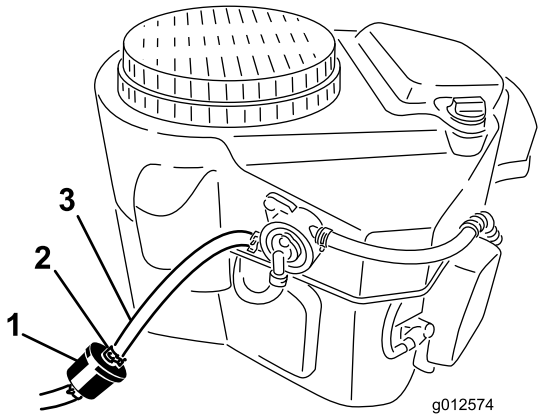

Figuur 52
2. Reinig het gebied rond de dop van de brandstoftank om te voorkomen dat de brandstoftank verontreinigd raakt (Figuur 52).
4. Druk de uiteinden van de slangklemmen naar elkaar toe en schuif ze weg van het filter (Figuur 52).